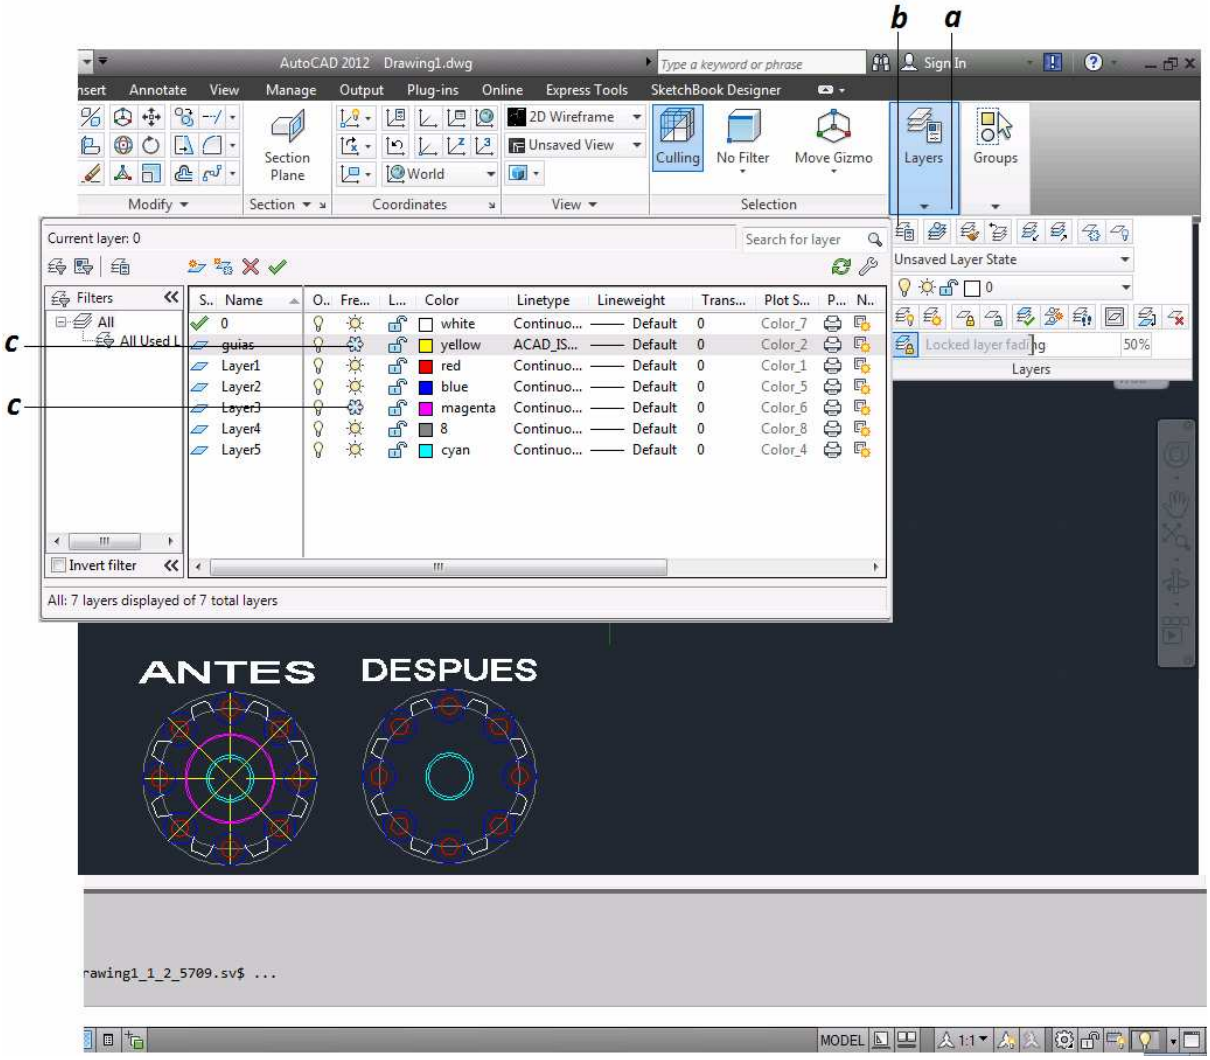

Figura 3.50 Capas "Inutilizar o Reutilizar una Capa"
a. Se selecciona el icono Capas *(figura 3.50)*.
b. Se selecciona el icono Propiedades de Capas *(figura 3.50)*.
c. Se selecciona icono inutilizar [freeze] para congelar la capa o en el icono reutilizar [thaw], para descongelar las capas seleccionadas *(figura 3.50)*.